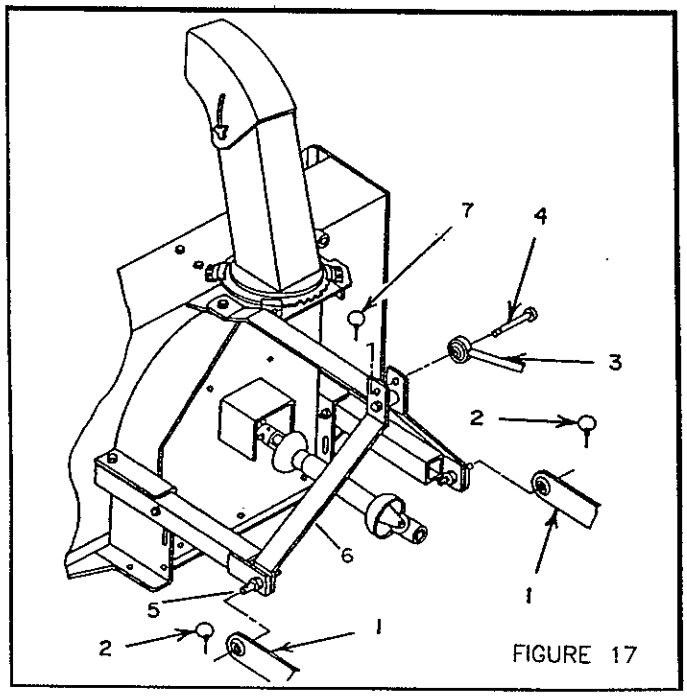

FIGURE 17
a) Attach tractor lower hitch arms (fig.17, item 1) to the hitch pins (fig.17, item 5) and secure with tractor linchpins (fig.17, item 2).
b) Install the tractor upper hitch (fig.17, item 3) in upper hole position of snowblower hitch arms (fig.17, item 6) using tractors pin (fig.17, item 4) and linchpin (fig.17, item 7).